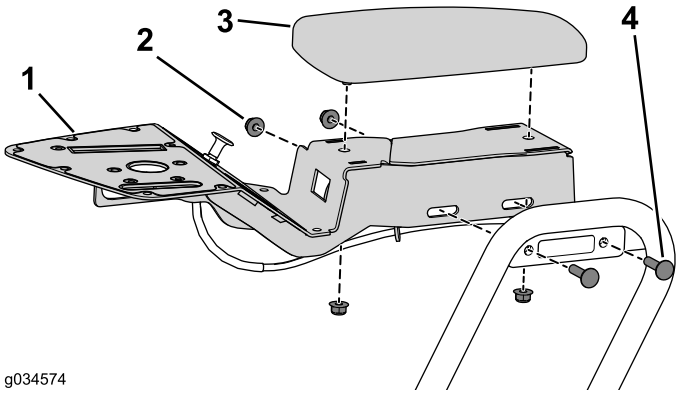

Figura 14
1. Retire los 2 pernos de cuello cuadrado y las tuercas con arandela prensada que sujetan la consola al soporte de la consola (Figura 14).
2. Retire las 2 tuercas con arandela prensada que sujetan el reposabrazos a la consola (Figura 14).